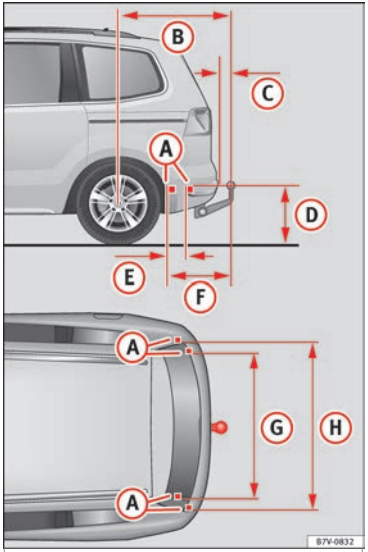

Bild 231 Mått och fästen för montering av dragkula i efterhand
I samtliga fall måste avstånden observeras när en dragkula monteras. Avståndet mellan mitten av dragkulan och vägytan ››› **bild 231** (D) får aldrig vara mindre än vad som anges. Detta gäller även när bilen är fullt lastad, inklusive maximal dragstångsbelastning.
Avstånd ››› bild 231: